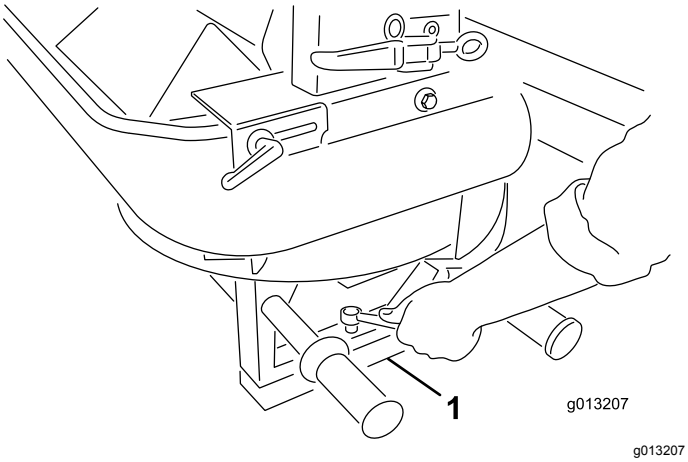

**Figuur 6**
5. Verwijder de 4 schroeven uit de poten van de dubbele spinner. Til de dubbele spinner samen met een tweede persoon en verwijder de tapeinden en piepschuim(Figuur 6).